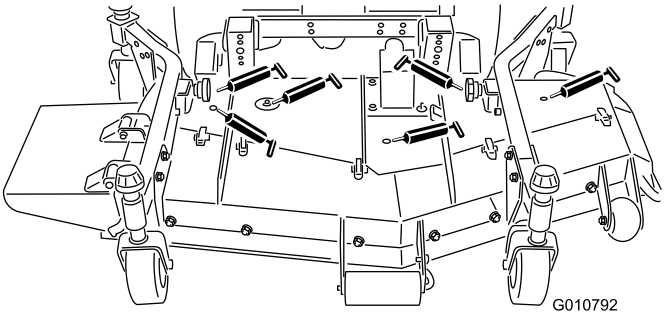

Figur 17
- knivspindellagre (Figur 17)
- høyre og venstre kuleledd for skyvearm (Figur 17)